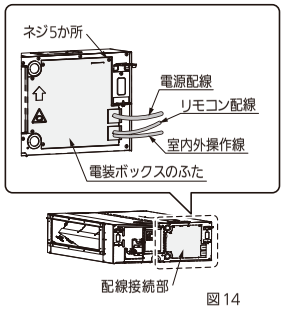

図 14
- ユニット本体側面の電装ボックスのふたをはずしてください。（ネジ５か所）（図 14）